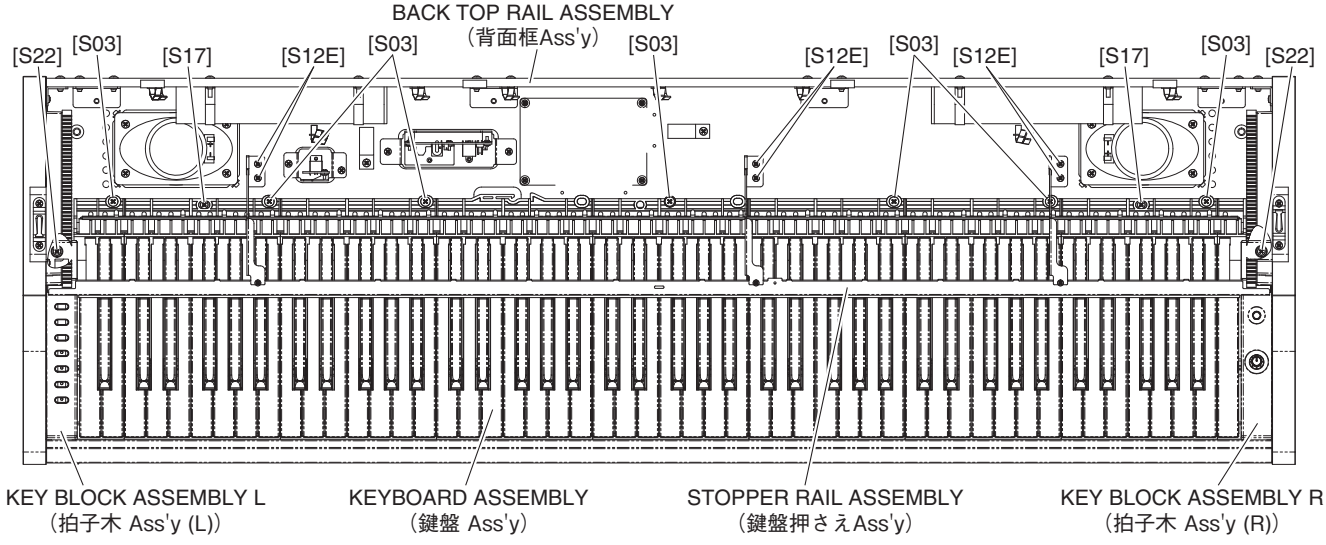

Fig. 6（図6）
8-5 Remove the six (6) screws marked [S12E]. The stopper rail assembly can then be removed. (Fig. 6)
9-5 Remove the screw marked [S22]. (Fig. 6)
9-6 Slide the key block assembly L backward and lift it out. (Fig. 6)
8-5 [S12E] のネジ 6 本を外して、鍵盤押さえ Ass'y を外します。(図 6)
9-5 [S22] のネジ 1 本を外します。(図 6)
9-6 拍子木 Ass'y（L）を後方へスライドさせて外します。(図 6)
10-6 Remove the seven (7) screws marked [S03] and the two (2) screws marked [S17]. The keyboard assembly can then be removed. (Fig. 6)
10-6 [S03] のネジ 7 本と [S17] のネジ 2 本を外して、鍵盤 Ass'y を外します。(図 6)